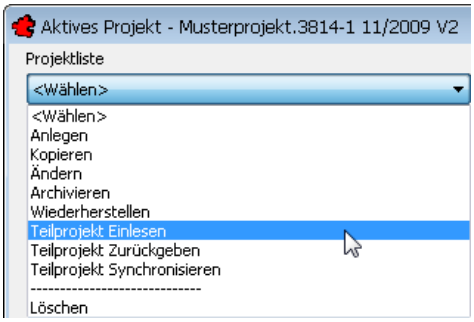

Bild 17.8 – *Teilprojekt Einlesen*
- Wählen Sie in der **Projektverwaltung** – nicht der Zeichnungsverwaltung! – des Anwenderrechners aus dem Listenfeld *Projektliste* den Menüpunkt *Teilprojekt einlesen* (Abb. 17.8).